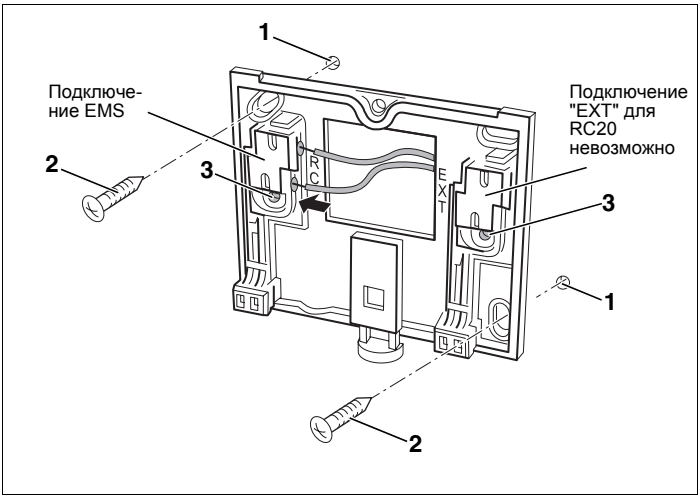

Рис. 3 Крепление монтажной пластины на штукатурку
- Просверлить два отверстия в размеченных местах в стене, для чего использовать монтажную пластину в качестве шаблона (рис. 3).
- Установить входящие в поставку дюбели в просверленные отверстия (рис. 3, **поз. 1**).
- Закрепить монтажную пластину винтами (рис. 3, **поз. 2**), входящими в поставку.
При монтаже в коробку под штукатурку можно использовать другие отверстия для крепления (рис. 3, **поз. 3**).
- Подключить двужильный Bus-кабель от Energie-Management-System (EMS) к клеммам "RC" (рис. 3). Полярность жил может быть любой.